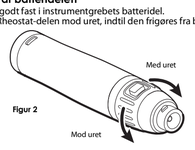

Figur 2
2. Drej Rheostat-delen mod uret, indtil den frigøres fra batteridelen (Figur 2).
2. De to dele forbindes ved at dreje Rheostat-delen mod uret, indtil den er stram (Figur 2).